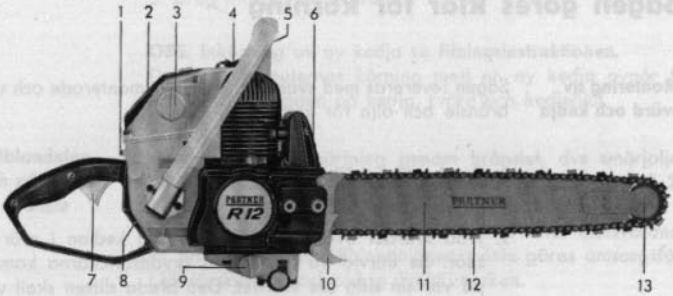

Fig 1.
Kedjan skall smörjas med en kedjesmörjningsolja. Vi rekommenderar olja av typ Mobil Vactra No 2 eller motsvarande av annat fabrikat. Förvissa Er om att Ni har erhållit olja avsedd för användning vid rådande temperaturförhållande. **Man får ej använda spillolja eller motorolja.** Oljan fylles på den mindre behållaren under motorn (se fig 1 punkt 9). Volym ca 0,5 l. Därifrån sugs oljan genom en sil till pumpen, varifrån den trycks vidare till kedjan. Då och då bör oljespåret i svärdet rensas. När sågningen är slut för dagen, bör motorn köras en stund i så högt varv, att kedjan roterar, därigenom får den extra smörjning och befrias från eventuellt vatten.
2. Tryck in spärrstiftet, B i fig 5, och gasreglaget, 7 i fig 1, tills stiftet stannar i hålet för startläget.